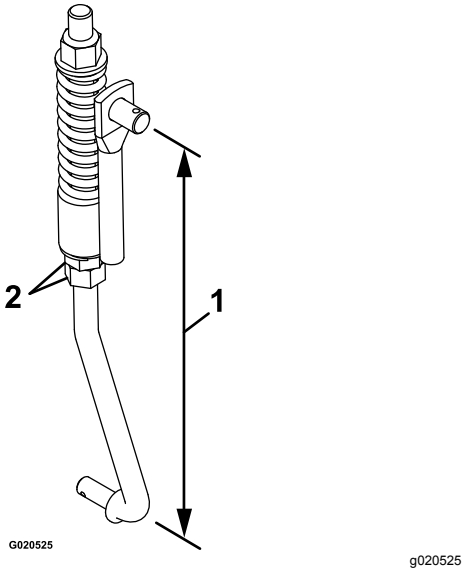

**Figure 54**
8. Réglez la longueur de la tringlerie à l'aide des 2 écrous situés au bas de l'ensemble ressort vertical (Figure 54).